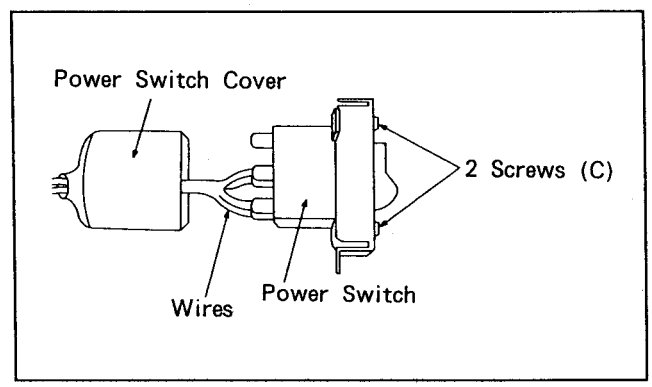

Fig. 6-20-3 Power Switch Removal
3. Unscrew the 2 screws (C) and unsolder the wires as shown in Figure 6-20-3.